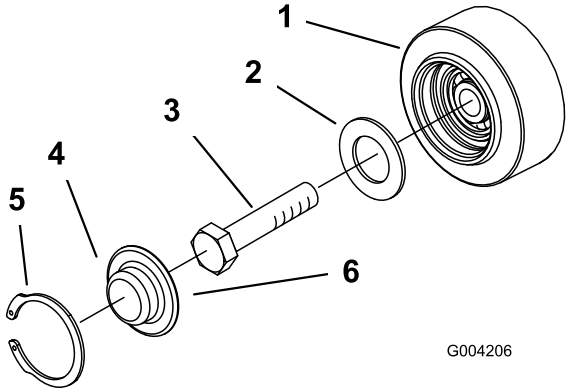

**Figuur 45**
3. Verwijder de snapring en dop van een wegwiel (Figuur 45).
4. Controleer het smeervet onder de dop en rond de pakking (Figuur 45). Als er geen vet is of als het vet vuil of zanderig is, verwijder dan al het vet, vervang de pakking en breng nieuw smeervet aan.
6. Plaats de ingevette wegwieldop op de kop van de bout (Figuur 45).
7. Zet de wegwieldop vast met de snapring (Figuur 45).